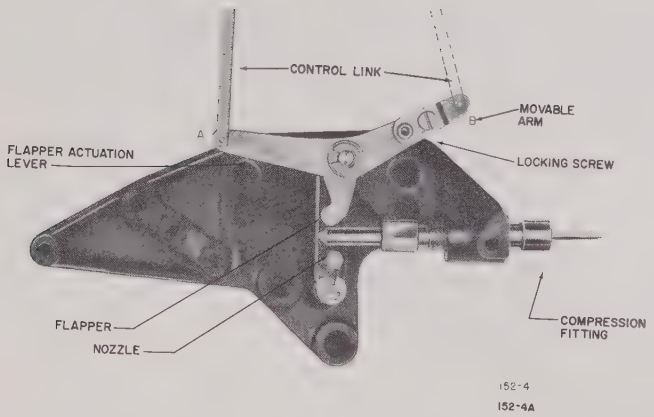

Figure 1. On-Off Control Unit on Circular Chart Recorder
(3) Examine flapper-nozzle system (fig. 1) for damaged parts. Make sure control link is properly connected to differential lever and flapper actuation lever. Replace damaged parts.
(4) Refer to figure 1. Visually check flapper alignment. To facilitate checking, remove flapper actuating lever after removing cotter. If flapper is twisted or bent, replace it. If flapper does not appear to be at right angles to nozzle, loosen compression fitting and screw nozzle in or out until flapper is square with nozzle. Hold nozzle in position and tighten compression fitting.
(5) Hold flapper away from nozzle; controlled air pressure should drop to 1 psi or less. Seal nozzle port with finger; controlled air pressure should rise to 19 psi or higher. If not, recheck nozzle connections for leakage, if nozzle was adjusted in step (4).
(6) Reinstall flapper actuating lever.